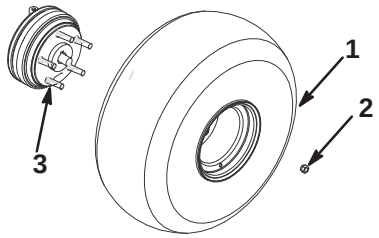

Figur 2
3. Montera hjulen med de avlägsnade fästelementen (figur 2) och dra åt dem till 61–88 Nm.